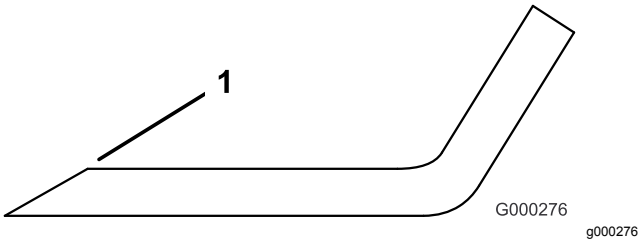

Figur 80
1. Anvend en fil til at slibe begge ender af skærekniven (Figur 80). Bevar den oprindelige vinkel. Skærekniven bevarer balancen, hvis der fjernes den samme mængde materiale på begge skærekanter.